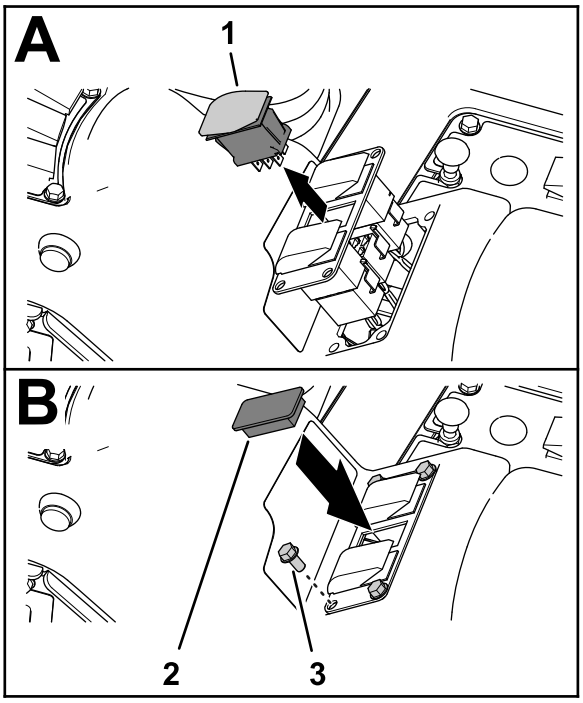

Rysunek 32
2. Ściśnij do siebie wypustki blokujące przełącznika regulacji dawki i wypchnij przełącznik z panelu 3 przełączników (Rysunek 32).
5. Zamocuj panel 3 przełączników do konsoli sterowania (Rysunek 32) używając 4 śrub kołnierzowych (1/4 x 1/2 cala) odkręconych wcześniej w kroku 1.